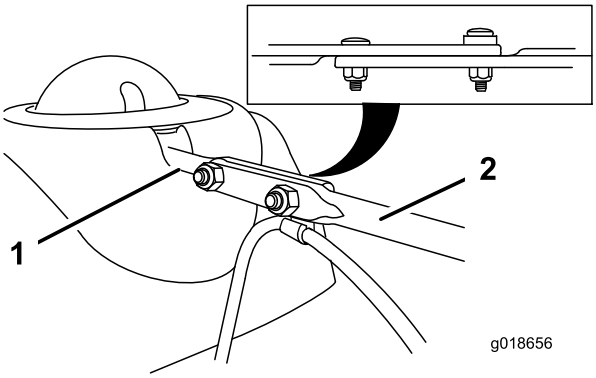

Рисунок 14
3. Расположите на одной линии сплющенный задний конец длинного штока управления желобом со сплющенным передним концом короткого штока, который выступает из пульта управления, таким образом, чтобы они образовали единое целое (Рисунок 14).